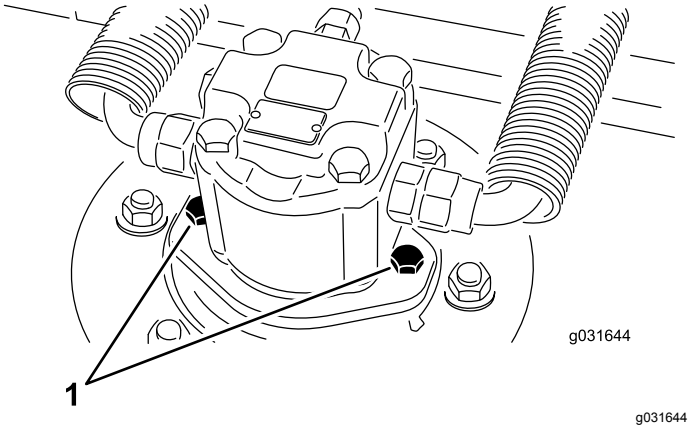

Figur 67
2. Lossa hydraulmotorns fästskruvar, koppla ur hydraulmotorn och demontera den från däcket (Figur 67).
4. Montera hydraulmotorn på däcket med hjälp av hydraulmotorns fästskruvar (Figur 67).